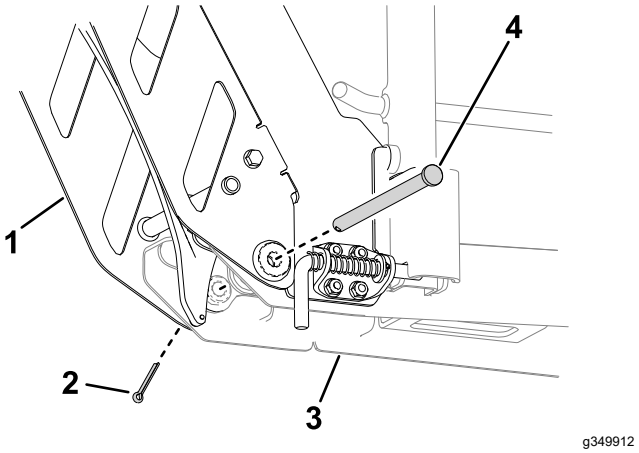

Rysunek 16
10. Użyj sworznia osi obrotu i zawleczki, aby zamocować zespół najazdu do zespołu szyny (Rysunek 16).